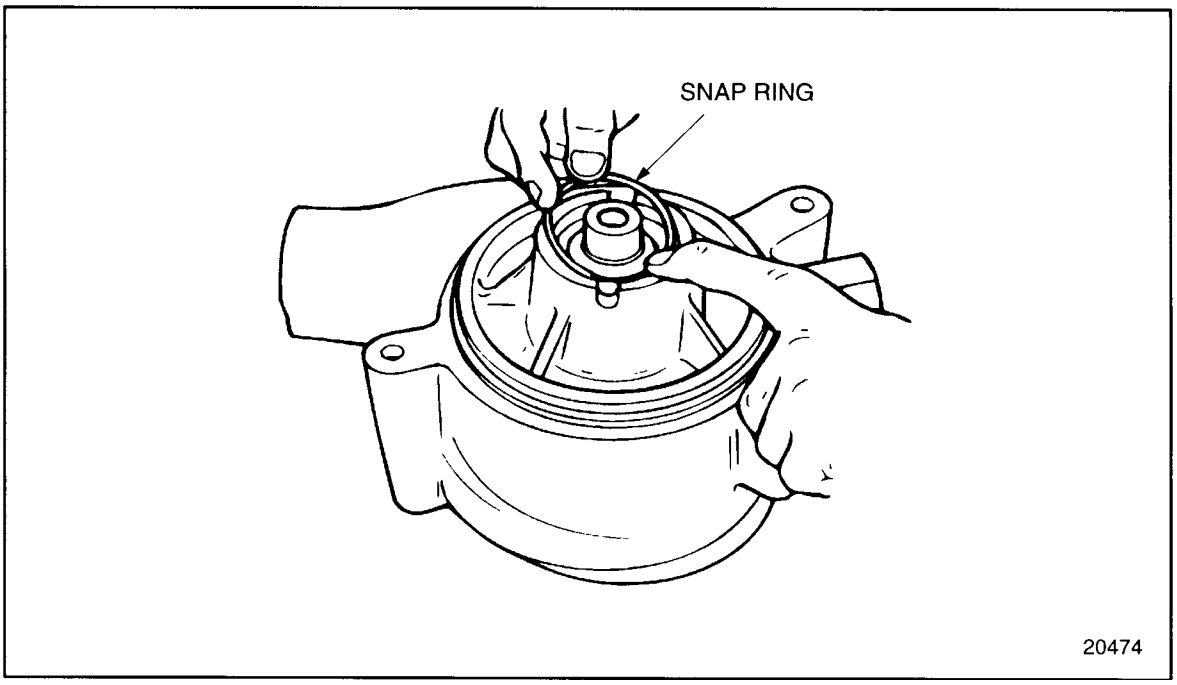

Figure 4-24 Snap Ring Installation (GCM)
10. Install the snap ring to the water pump housing. See Figure 4-24.